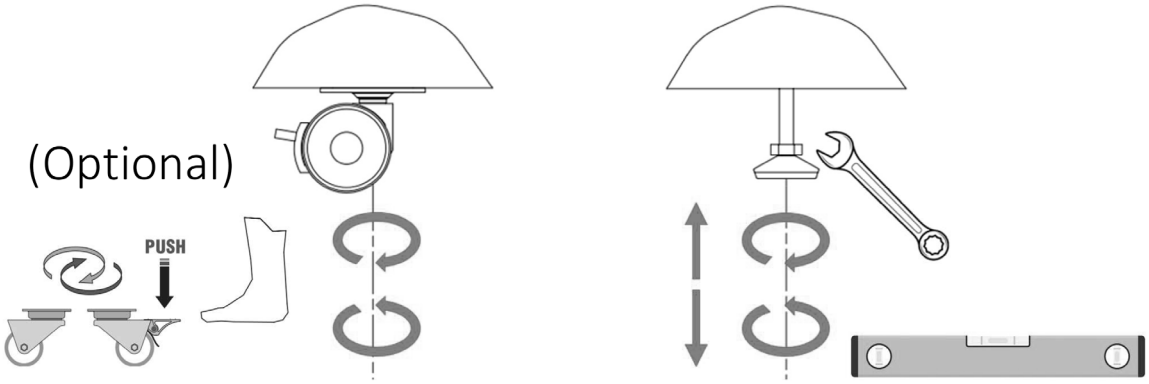

fig. 12
- The equipment is equipped with four (4) adjustable feet or, as an option, four (4) pivoting wheels with brake (Fig. 12):
- - In the configuration with adjustable feet it is absolutely necessary after positioning to level the equipment as shown in fig.12 right side.
- - In the pivoting wheel configuration it is absolutely necessary to stabilize the floor equipment by locking the wheel brakes, making sure that it is positioned flat (Fig.12 left side).